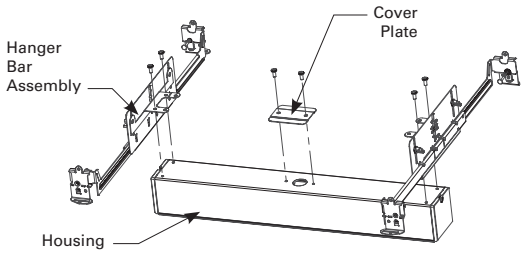

Figure 3
5. Install the housing using the hanger bars. The hanger bars can be extended up to 25.5″, and are designed to be nailed or screwed to studs, clipped onto the T-grid of a suspended ceiling, or be suspended from wires. If the hanger bars need to be configured perpendicular to the fixture, the hanger bar brackets can be attached at the ends of the fixture using the screws provided (See Figure 3).